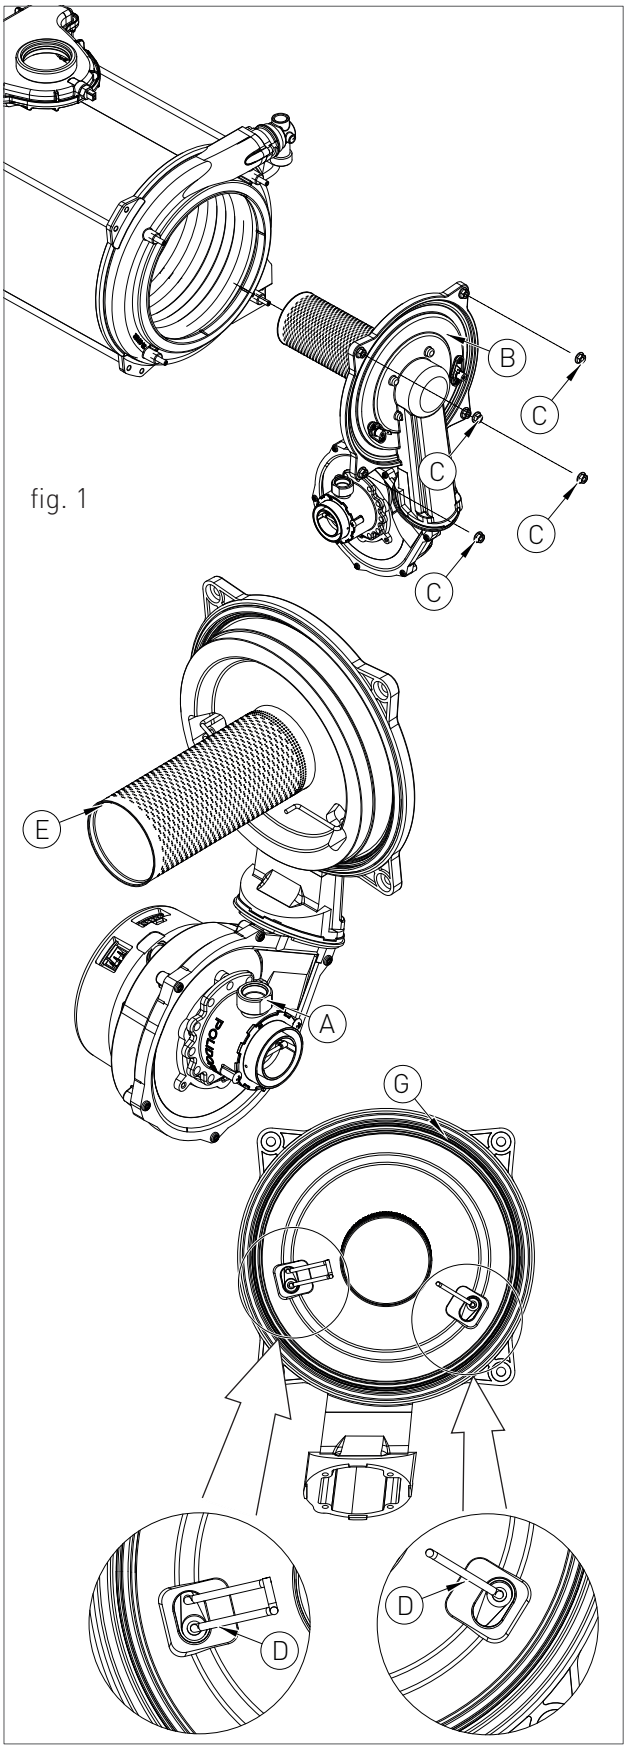

fig. 1
- Remove the burner unit (fig.1 - B), paying particular attention not to remove the ceramic fibre protection from the bottom of the heat exchanger.
- Check that the burner (fig.1 - E) is not affected by deposits, scaling or excessive oxidation. Check that all the holes in the burner are free.
- Clean the electrodes (fig.1 - D) carefully without altering their positions with respect to the burner.
- Clean the burner cylinder (fig.1 - E) using a non-metal brush and without damaging the ceramic fibre.
- Check the integrity of the washer (fig.1 - G) on the cover of the burner.